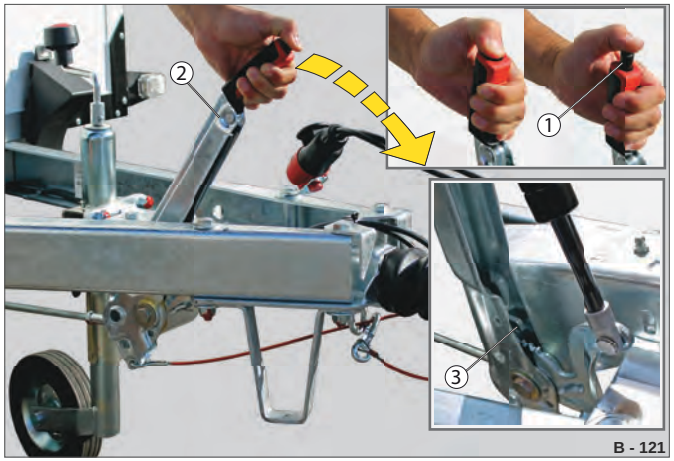

Fig. 90 Frigørelse af håndbremse
▶ Træk håndbremsehåndtaget (Fig. 90 /2) let opad, og tryk samtidig oplåseknappen (Fig. 90 /1) ind.
Fortandingen frigives af låsen (Fig. 90 /3).